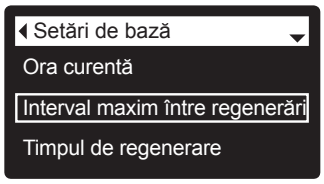

FIG. 49
3. Apăsaţi SELECT (⬭), pentru a afișa meniul setării de bază (fig. 49).
7. SELECT (⬭). Afişajul va reveni la meniul de setări de bază (fig. 49).